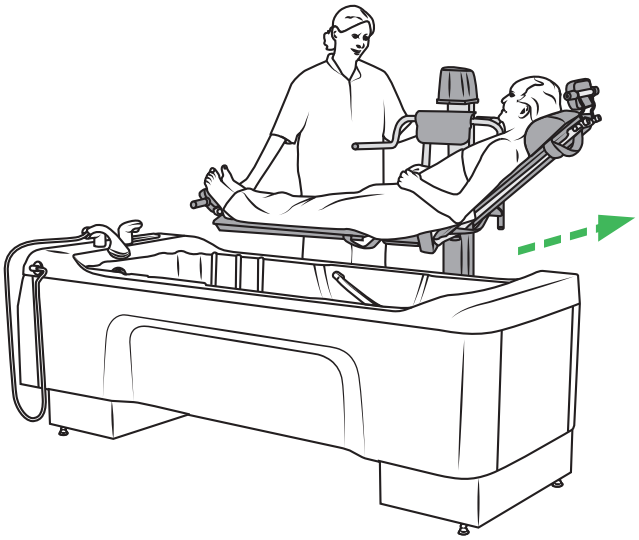

Afbeelding 50
4. Trek de badliftwagen weg van de zijkant van de Classic Line 2 badkuip. Zie Afbeelding 50.